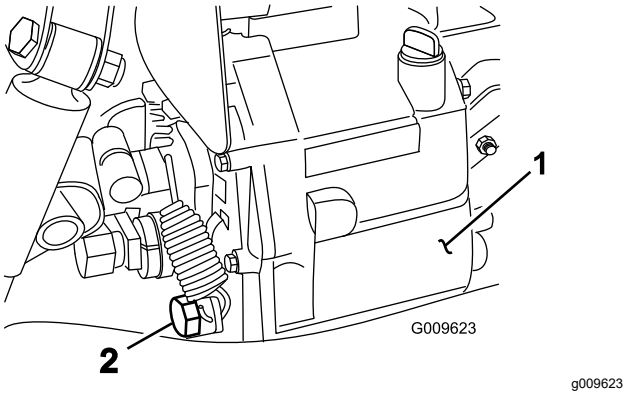

Figur 71
2. Fjern tappepluggen fra siden på tanken og la hydraulikkoljen flyte ned i tappefatet (Figur 71).